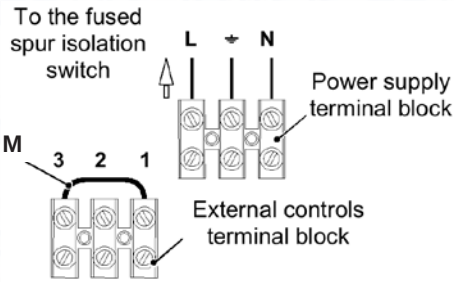

Fig. 6.16
- Connect the electrical supply flexible cord coming from the fused spur isolation switch to the power supply terminal block of the boiler (Fig. 6.16) keeping the same connections for the live (brown wire) and the neutral (blue wire). External 3 A fuse or fused plug with same current rating is recommended.
When connecting any type of external control, the link M in Fig. 6.16 must be removed.